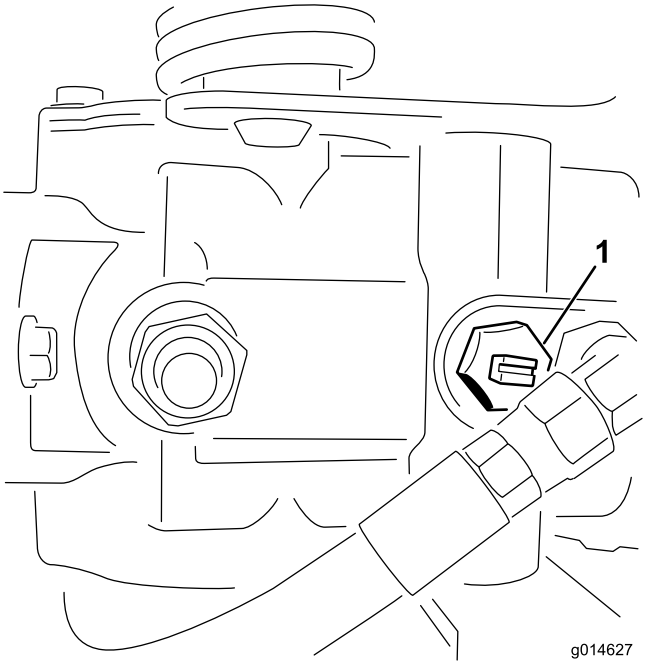

Figur 41
1. Finn omløpsventilen på pumpen, og vri den slik at åpningen står vertikalt (Figur 41).
2. Før du starter motoren, må du stenge omløpsventilen ved å vri den slik at åpningen står horisontalt (Figur 41). Ikke start motoren når ventilen er åpen.